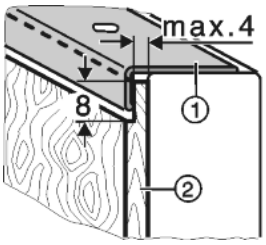

Fig. 38
▶ I pannelli decorativi più spessi *Fig. 38 (2)* sono graduati, conformemente all'illustrazione, al massimo di 4 mm di spessore.